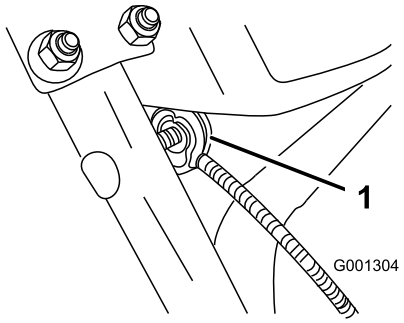

Figur 7
3. Ta bort muttern och brickan från handtaget, fäst kabelklämman på kabeln vid handtaget, sätt i brickan och dra åt muttern för hand (Figur 7).